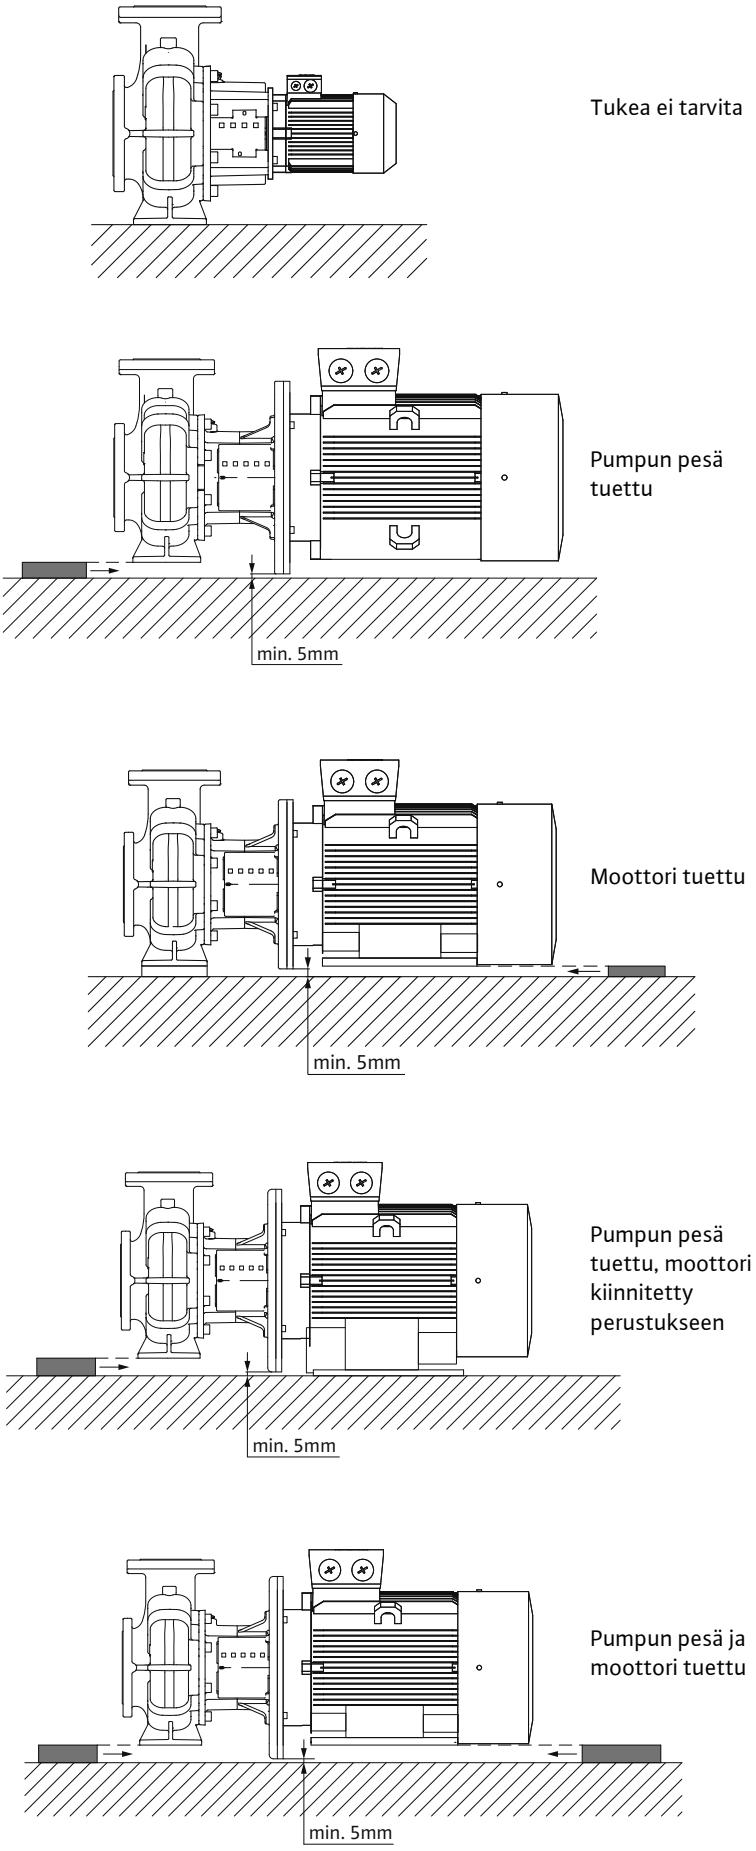

Fig. 14: Asennusesimerkkejä BL
- BL-tyypin pumpuissa moottoria on tuettava moottoritehosta 18,5 kW alkaen, katso asennusesimerki BL (Fig. 14).